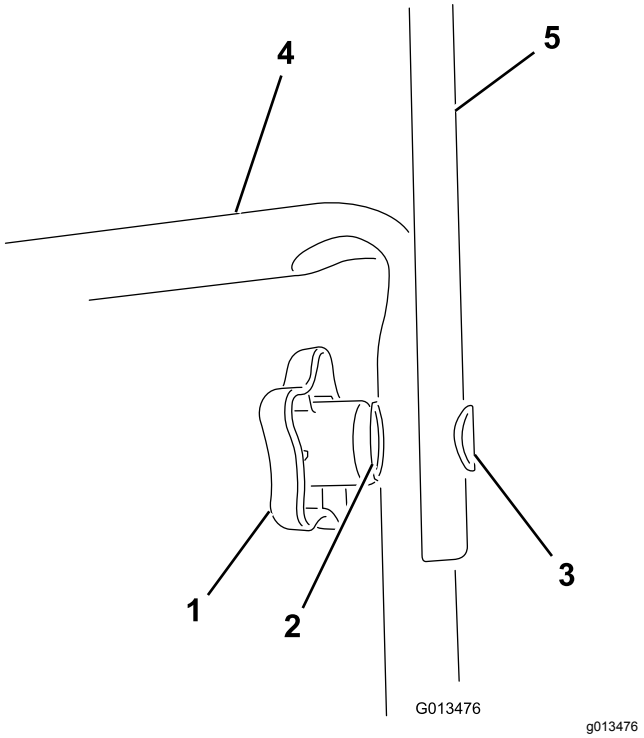

Figur 1
2. Montera det övre handtaget vid det nedre handtaget på maskinen med hjälp av handtagsvreden, de ovala bulthuvudena och de böjda brickorna enligt Figur 1.